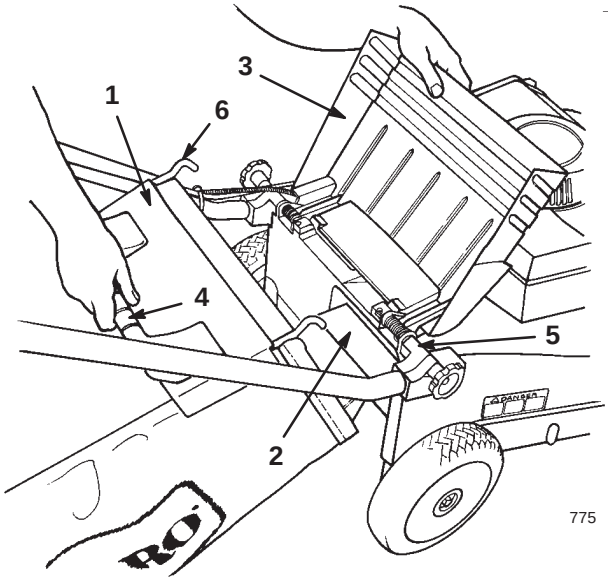

Bild 13
2. Heben Sie die Auswurfklappe an, schieben die Korbrampe am Grasfangkorb in die Auswurföffnung und haken den Korbrahmen in das gerundete Teil des Befestigungsbügels ein (Bild 13).